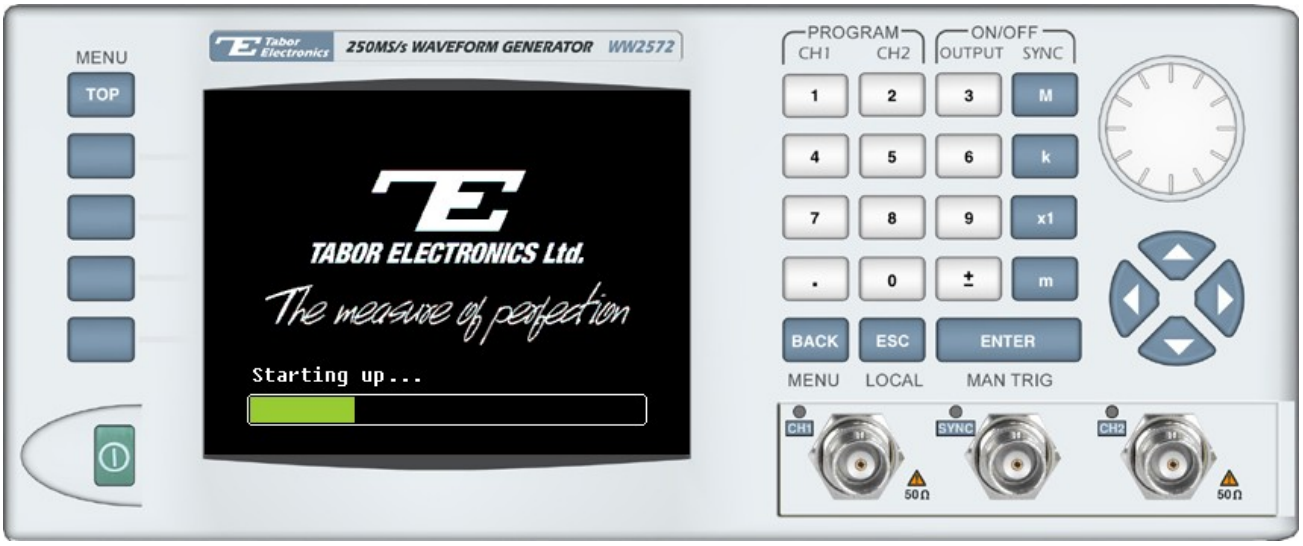

Figure 7-5, Check for Progress Bar Movement
4. Turn power **ON** on your 2572 and observe that the progress bar, as shown in Figure 7-5, is advancing from left to right. Do not do anything on the 2572 until the progress bar completes its travel to the right end.